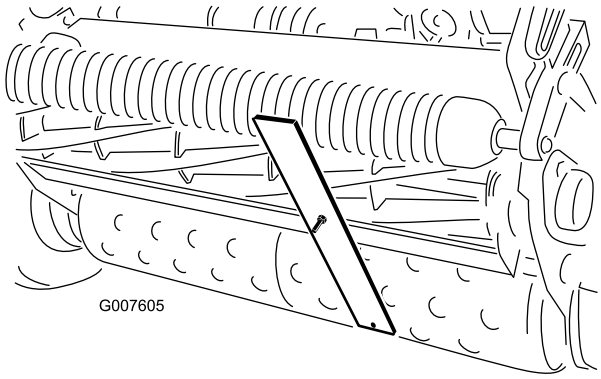

**Figur 53**
4. Haka på skruvhuvudet på underknivens skäregg och vila stångens bakände på den bakre valsen (Figur 53).